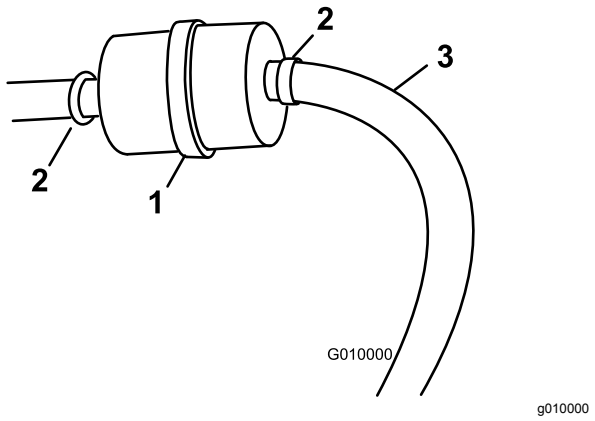

Figura 17
3. Coloque um recipiente limpo debaixo do filtro de combustível (Figura 17).